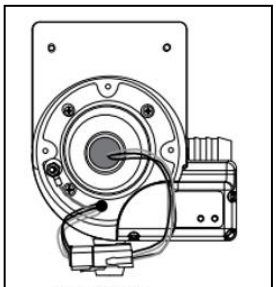

Figura 1A
Uma vez que a lâmpada UV tenha se resfriado, remova a tampa do invólucro do sistema CLEARRAY (2) e remova os quatro parafusos (1). Isto permitirá acessar a lâmpada UV e conexões, Figura 1A.